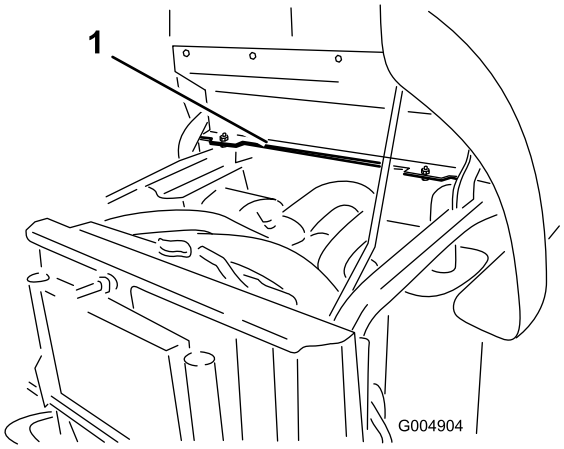

**Rysunek 8**
1. Zlokalizuj dwa otwory montażowe po lewej stronie punktu mocowania ramy tylnej (Rysunek 8).